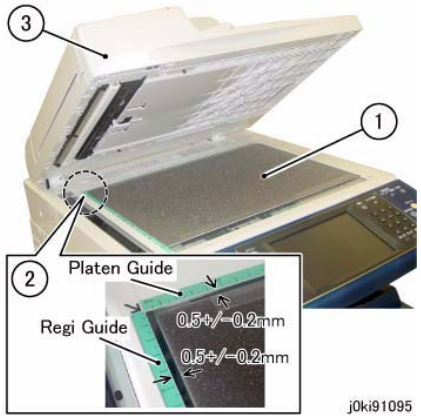

Figure 2 Paste DADF Platen Cushion
1. Paste on the DADF Platen Cushion. (Figure 2)